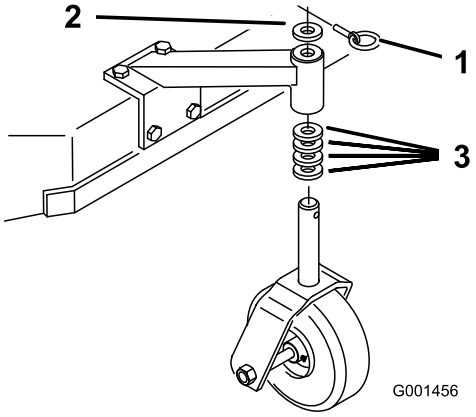

Figura 19
1. Usando la Tabla de alturas de corte, ajuste los espaciadores de las ruedas giratorias según el taladro de eje seleccionado (Figura 19).
2. Retire el pasador, retire la rueda giratoria del soporte y cambie los espaciadores (Figura 19).
3. Instale la rueda giratoria en el soporte e introduzca el pasador en v (Figura 19).